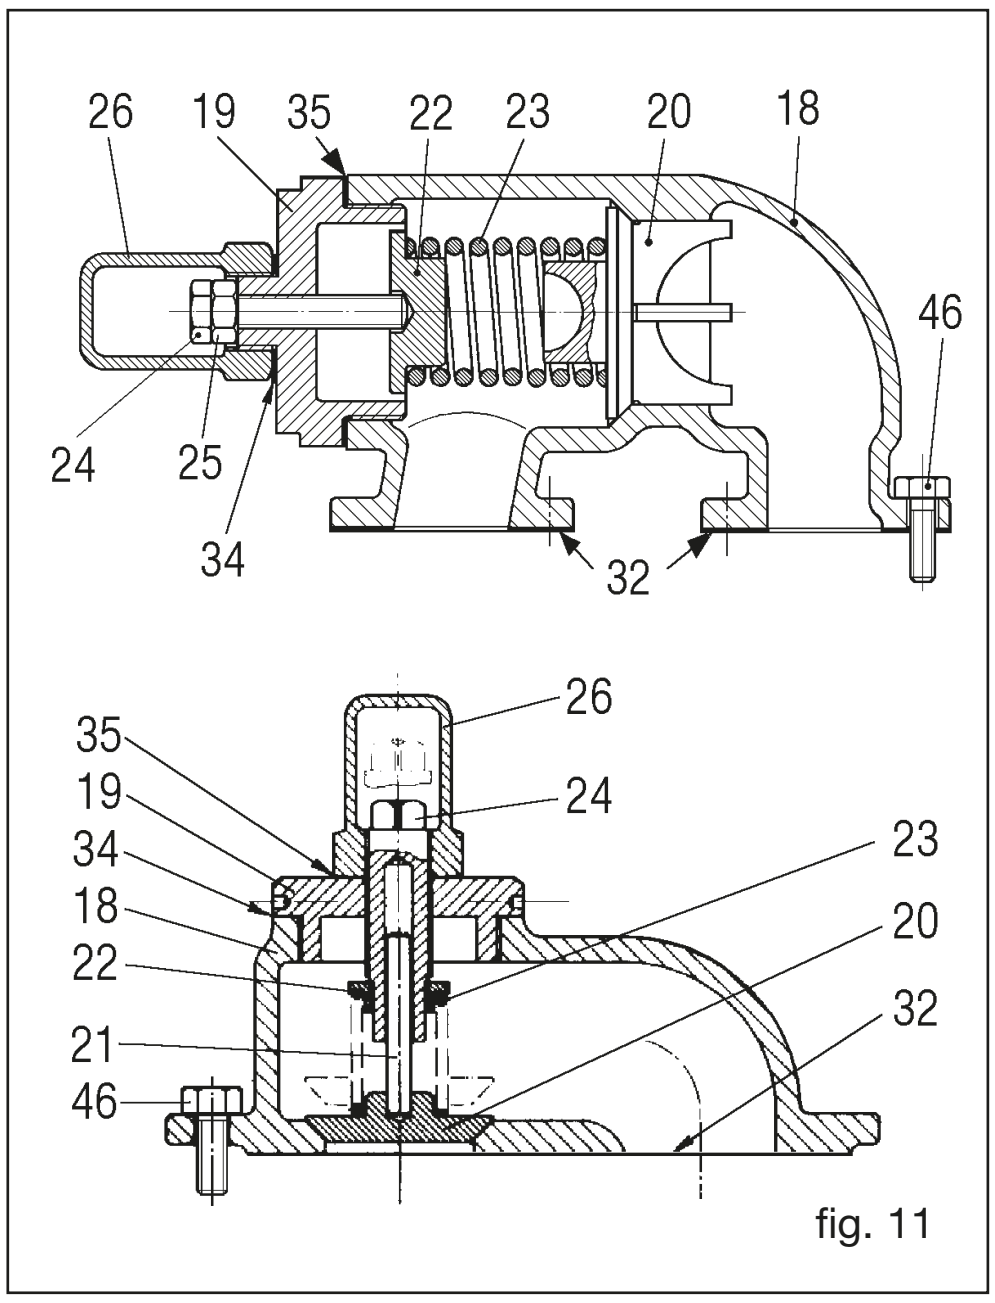

fig. 11
10.5 Réglage de la soupape de sécurité (by-pass) (fig. 11)
- ☐ Il n'est pas nécessaire d'enlever la soupape de sécurité montée sur le couvercle (V fig. 11) s'il y en a une. Dévisser les boulons (46) en ayant soin de ne pas abÎmer le/s joint/s (32) pour effectuer les opérations d'entretien sur la soupape. Remplacer au besoin le joint.